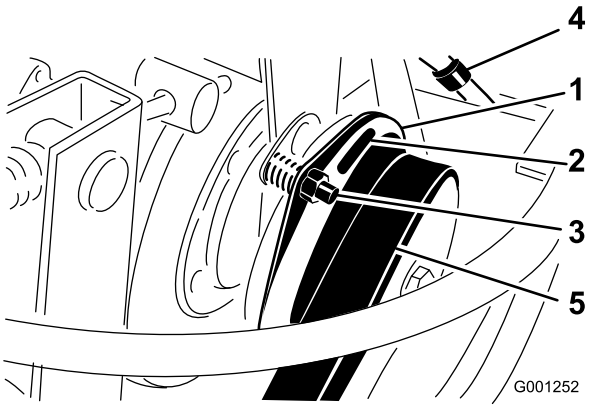

Figuur 66
3. Stel de elektrodenafstand zodanig in dat u een lichte druk voelt als u een voelermaat van 0,38 mm tussen de koppelingsvoering en de frictieplaat schuift (Figuur 66).
Opmerking: U kunt de afstand verkleinen door de stelmoer rechtsom te draaien (Figuur 66). De maximale elektrodenafstand is 0,76 mm. Stel alle 3 elektrodenafstanden af.